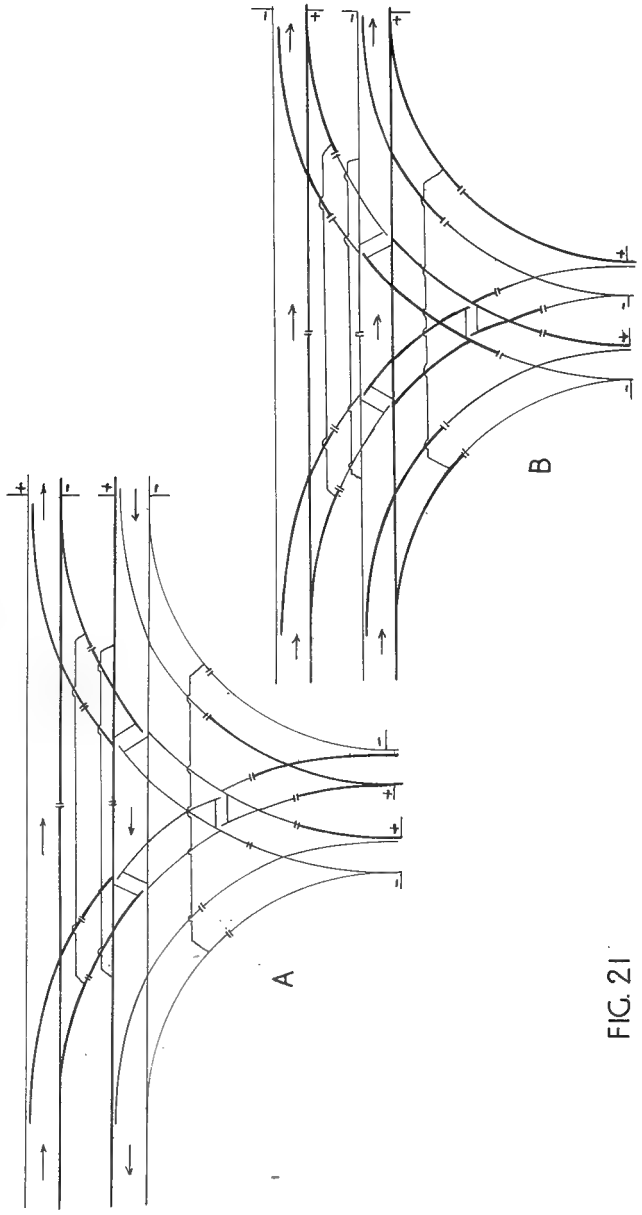

FIG. 21
pair of turnouts works in unison and is linked up with the nearest switch-diamond. The method of supply in itself is plain sailing and involves no switches of any kind. Note that, as with the single triangle, the current is fed in two places and comes from one pair of main controllers (B). A shows the effect of setting the points for the left stem of double track; B shows the right stem, in both instances normally set. A of Fig. 21 shows the two straight tracks ready for traffic, and B shows the " down " track reversed.